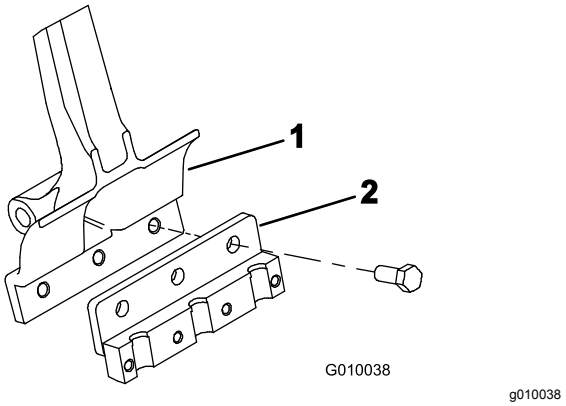

Figur 24
3. Monter en tineholder på hver tinearm (Figur 24) med 3 bolte (½" x 1¼"). Tilspænd boltene til et moment på 101,6 Nm.